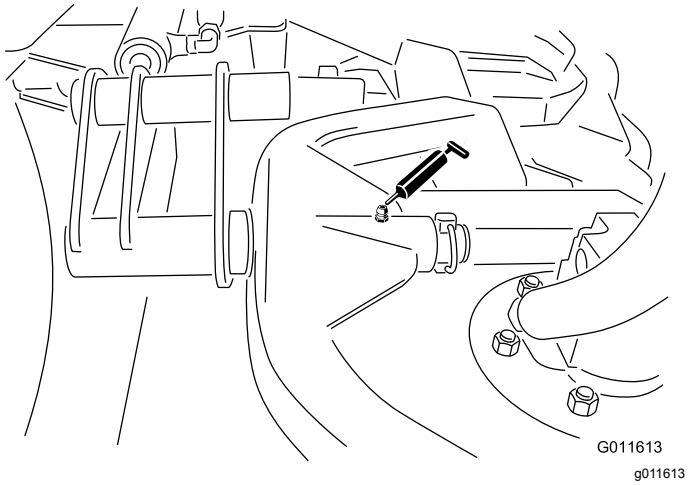

Figur 49
- Klippeenhedernes bæreramme (1 hver) (Figur 49)